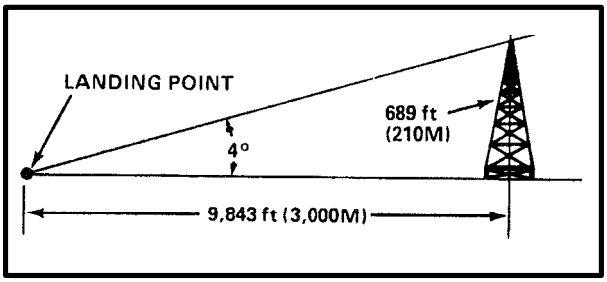

*Figure 4-5. Maximum Angle of Approach (Night)*
**b. Night Approach.** Within the night approach and exit path, the maximum obstruction angle should not exceed 4 degrees measured from the center of the landing point to a distance of 3,000 meters (9,843 feet) (Figure 4-5). The maximum obstacle height at 3,000 meters is 210 meters (689 feet). The field expedient formula is that for every meter of vertical obstacle, you must have 14 meters of distance from the center of the landing point to the obstacle. That is, a landing point must be 280 meters from a 20-meter tree if the helicopter must approach or exit directly over the tree. Another night operation planning consideration is the helicopter approach and exit path area and the maximum obstacle height within that area. Remember, this criteria applies to both the approach path to the landing point as well as the exit path from the landing point. First we must define the